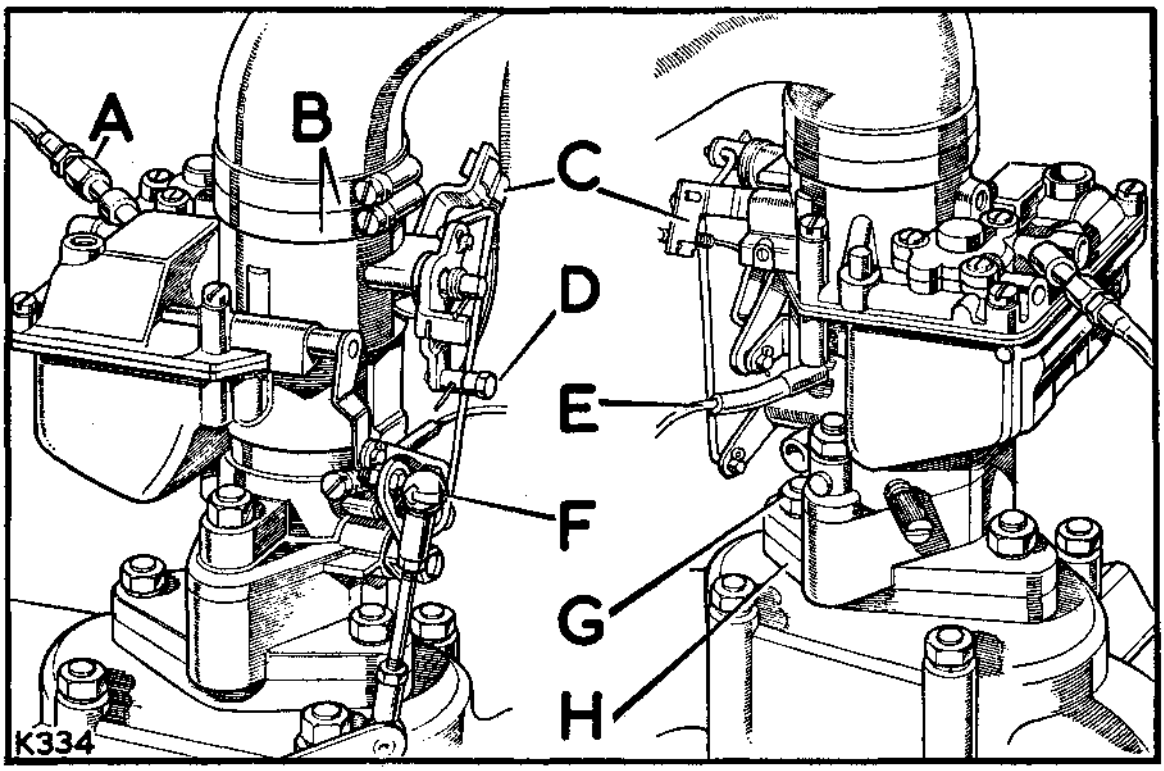
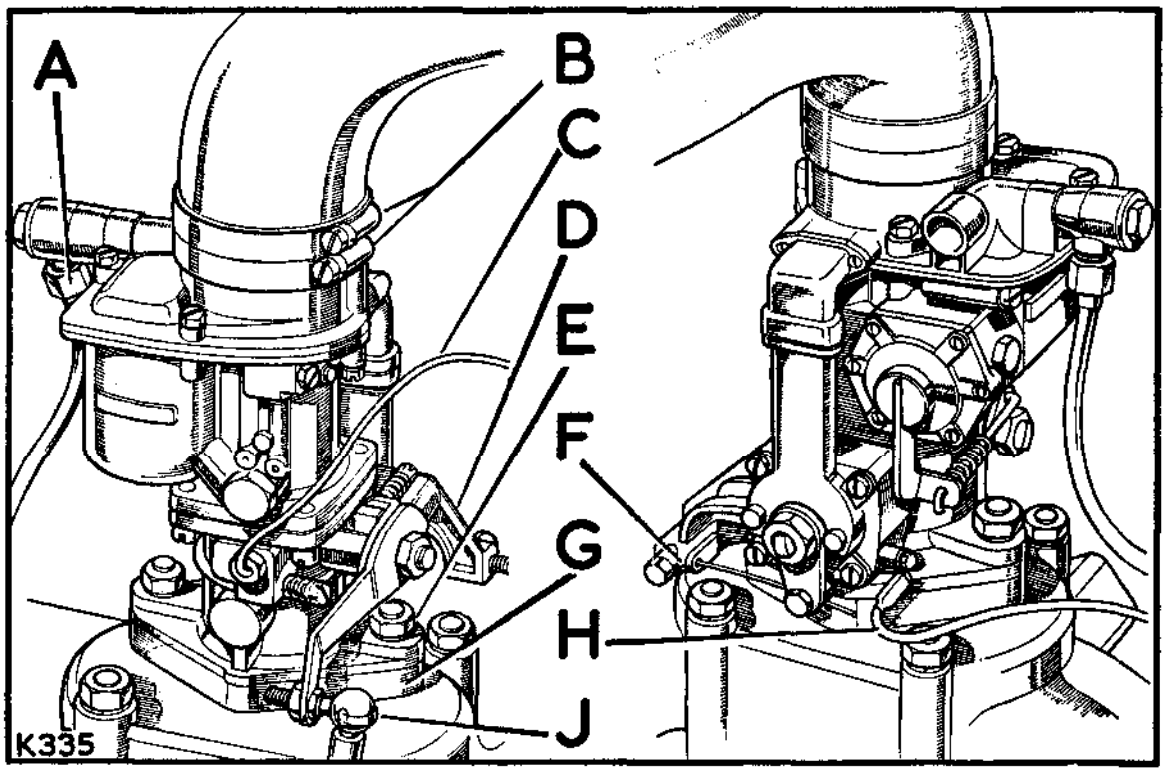

**Fig. A1-28. Zenith carburetter, where fitted**
**Fig. A1-29. Solex carburetter, where fitted**
2. Reconnect all carburetter linkage. See Fig. A1-28 and Fig. A1-29. When the cold start cable is connected, check that the maximum travel on the carburetter linkage is obtainable in both directions.